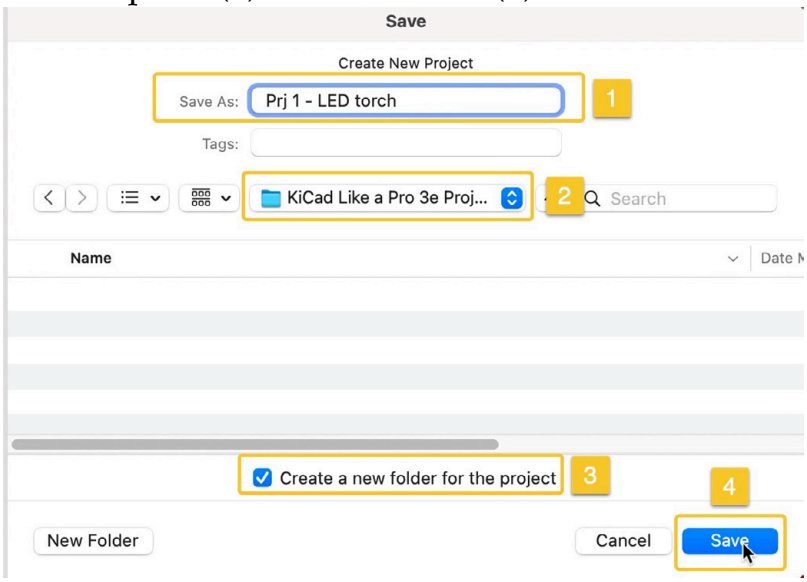

Figure 3.4.3: The new KiCad project name and location.
dialog that appears (Figure 3.4.3), provide a name (1), location (2), enable the new folder creation option (3) and click Save (4).